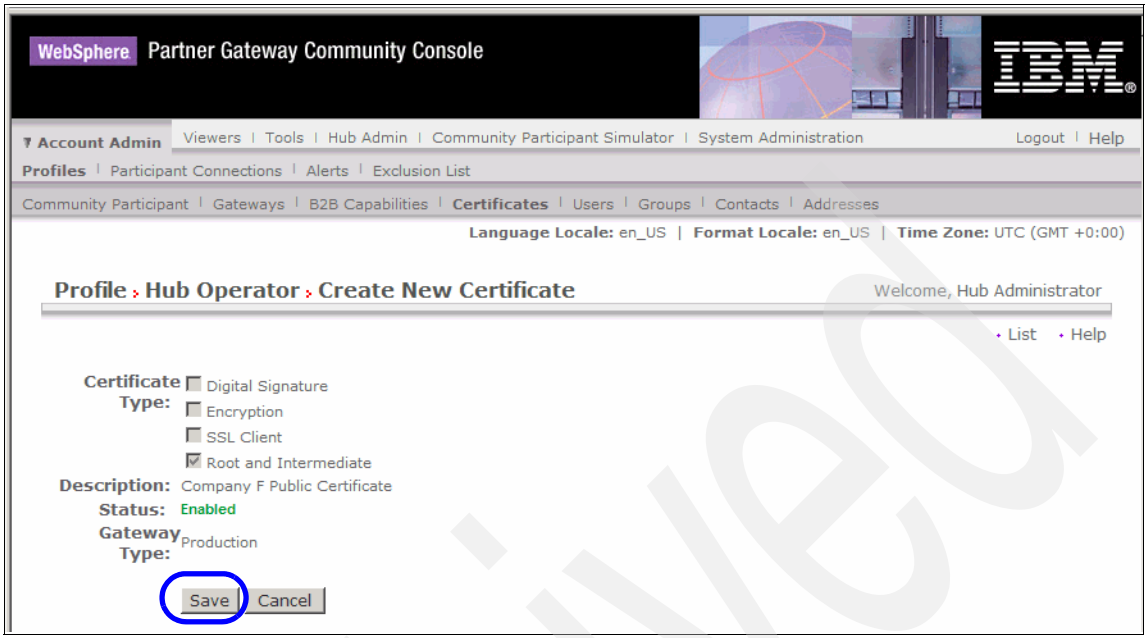

Figure 12-31 Confirming the upload
7. When the Certificate is uploaded, we need to press the **Save** button highlighted in Figure 12-31 on page 381 to confirm the configuration.